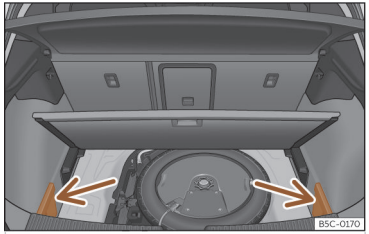

Abb. 173 Im Gepäckraum: Abdeckungen zum Verstauen der Gepäckraumabdeckung.
- Entfernen Sie die Abdeckungen links und rechts ››› **(Abb. 173)**.